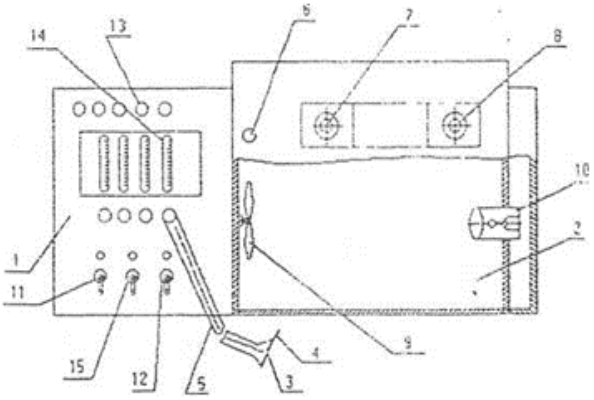

Рис.1Схема специальной установки стенда для исследования запыленного воздуха
Установка (рис.1) включает в себяэлектрический аспиратор (1), пылевую камеру (2), аллонж (3), фильтр (4), резиновую трубку (5). Передняя стенка камеры (2) открывающаяся и имеет смотровое окно, удерживаемое в закрытом состоянии фиксатором (6). На стенке расположены дозатор пыли (генератор) (7) и отверстие (8) для установки аллонжа (3)(в нерабочем положении отверстие закрыто крышкой). Пылевая камера (2) имеет вентилятор (9) и подсветку (10). Пылевая камера имитирует зону дыхания работающих.